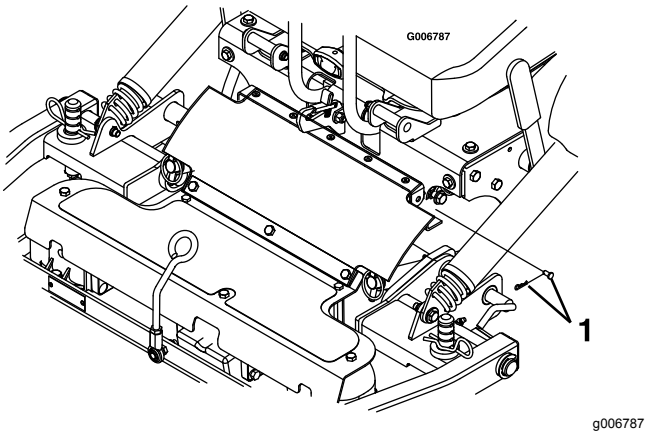

**Figure 71**
8. Retirez la goupille fendue et l'axe de chape des deux côtés de la protection de PDF (Figure 71).
7. Alignez la partie supérieure de la protection de PDF en caoutchouc et les pattes à l'avant de la console, et fixez-la en position de chaque côté avec un axe de chape et une goupille fendue (Figure 71).